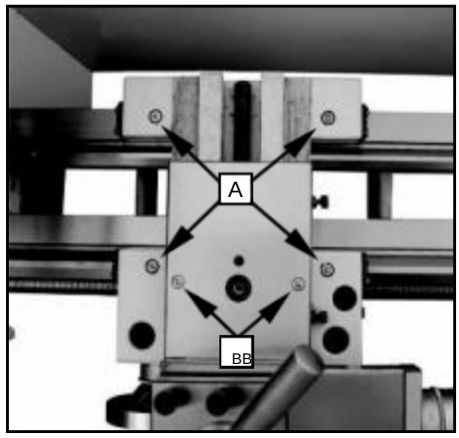

Abb. 36
2. Rändelschraube (B, Abb.36) lösen und die Gleitfinger (C, Abb.31) soweit öffnen, dass sich die Lünette mit ihren Fingern um das Werkstück bewegen lässt. Lünette in Position fixieren.
Schmieren Sie die vier Ölanschlüsse (A, Abb. 36) einmal täglich mit 20W-Maschinenöl.
Schmieren Sie die beiden Ölanschlüsse (B, Abb. 36) einmal täglich mit 20W Maschinenöl.